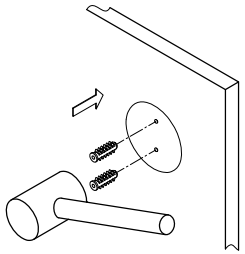

Fig. 4
Step 3. Insert anchors into the holes with a hammer until flush with the wall (Fig 4).